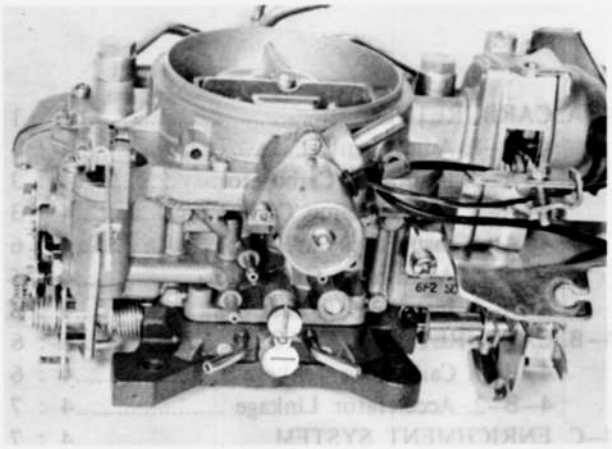

Fig. 4–2 Position of limiter cap
6. Install a limiter cap with the cap stopper positioned at the stopper pin as shown in Fig. 4–2.